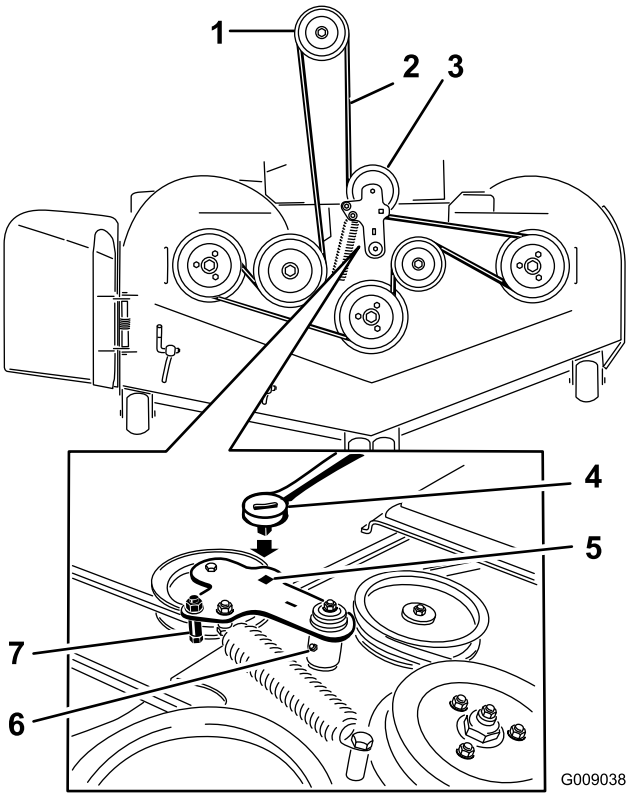

Figur 76
7. Brug en skralde i det firkantede hul i styrearmen for at fjerne spændingen på styrefjederen (Figur 76).
9. Fjern remstyret på den fjederbelastede styreremskivearm vist i Figur 76.
11. Før den nye rem rundt om plæneklipperens remskiver og koblingsremskiven under motoren (Figur 76).
12. Monter remstyret på styrearmen vist i Figur 76.
13. Monter styrefjederen ved at bruge skralden i det firkantede hul (Figur 76).